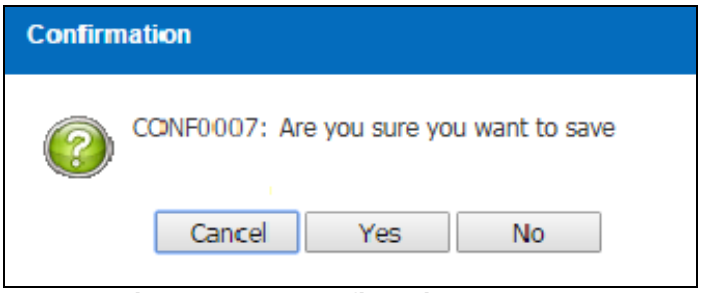

Figure 3.9.1-5 Confirmation Message
- *System will display a Confirmation Message as Figure 3.9.1-5*